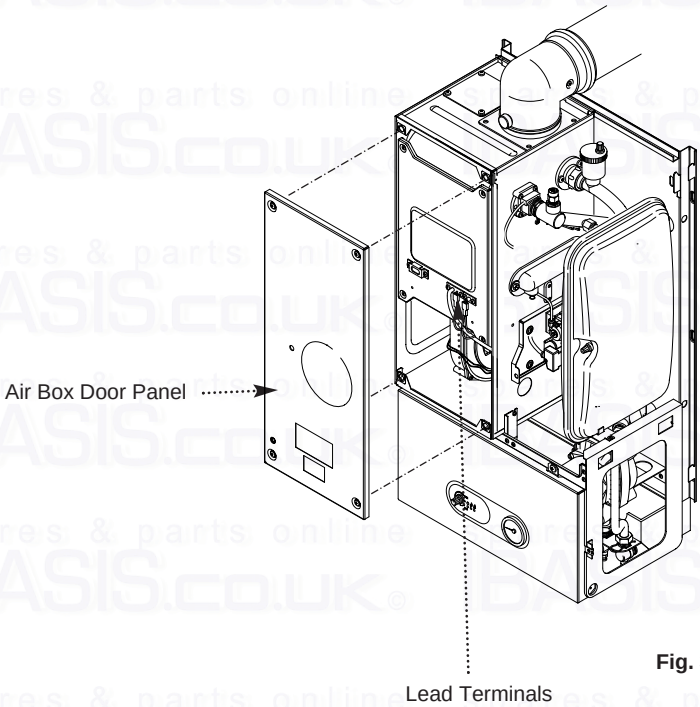

Fig. 39
6. Release the four ¼ turn screws securing the air box door panel and remove the door (Fig. 39).
7. Disconnect the three lead terminals from the combustion box door taking note of their positions (Fig. 39).